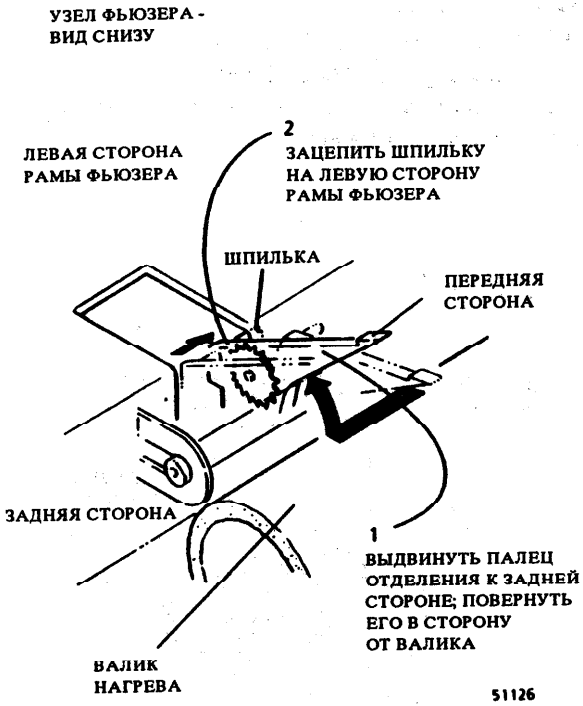

Рис. 1 Фиксация пальцев отделения
6. (Рис. 1): закрепить пальцы съема в сторону от валика закрепления.